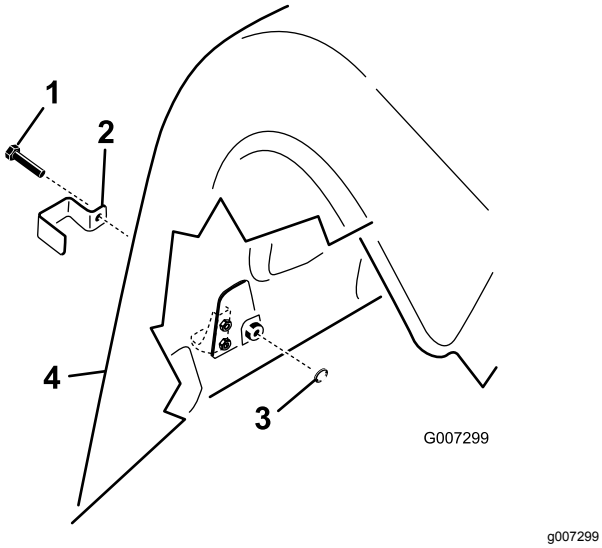

**Figur 18**
1. På modellen ProCore 864: montera ett låsfäste över de vänstra och högra nedre motorhuvsspärrarna längst bak och de övre motorhuvsspärrarna med skallskruvar (fyra totalt). Se Figur 18.
2. På modellen ProCore 1298: montera ett låsfäste över alla nedre motorhuvsspärrar baktill och på de övre motorhuvsspärrarna på utsidan på både höger och vänster skydd med skallskruvar (tre per luftarhuvud, sex totalt). Se Figur 18).
3. Skruva på en invändig låsbricka på varje skruv (1–2 gängor) med hjälp av en tång eller skiftnyckel så att spärren säkras (Figur 18).